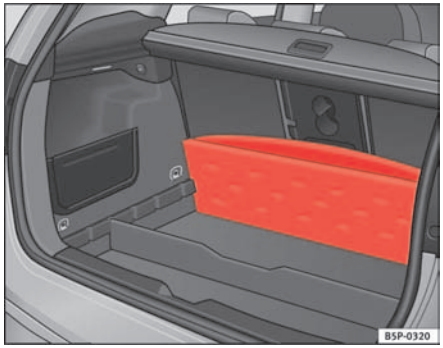

Fig. 103 Stowage in the luggage compartment
– Lift the luggage compartment floor and fold it back all the way ⇒ fig. 103.